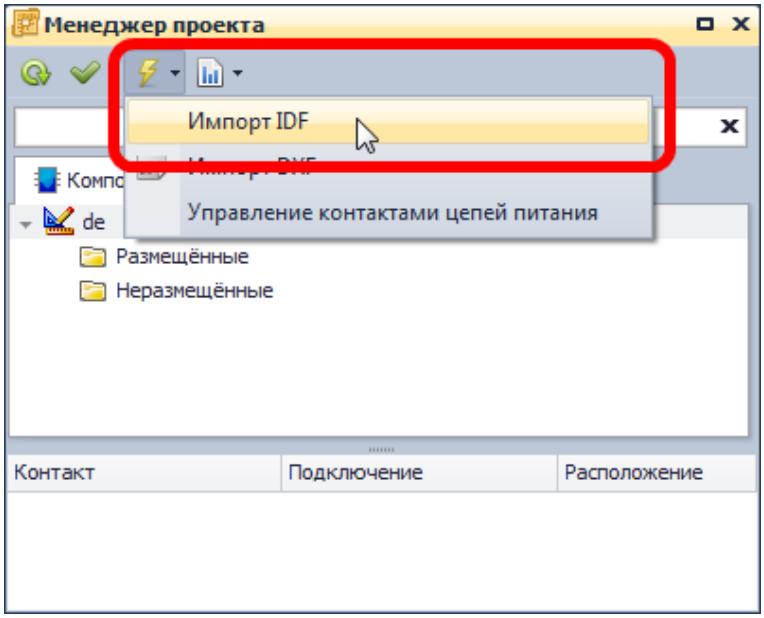

Рис. 729. Вызов импорта IDF
3. В группе команд «Действие», обозначенных кнопкой , выбрать пункт «Импорт IDF», см. Рис. 729.